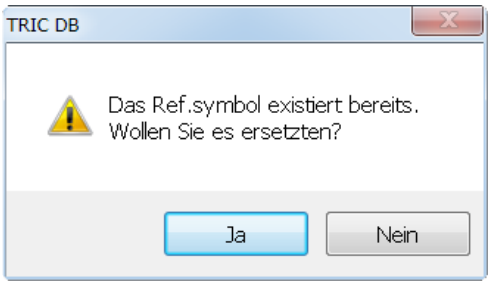

Bild 32.30 – Warnung bei bestehendem Referenzobjekt
- Da die Referenzseiten lediglich Ordnungsmittel darstellen, können Sie ein Objekt nicht in eine Bibliothek kopieren, in der die betreffende Referenznummer bereits vorhanden ist. Hierbei erscheint eine Abfrage, ob das Objekt überschrieben werden soll (Abb. 32.30).